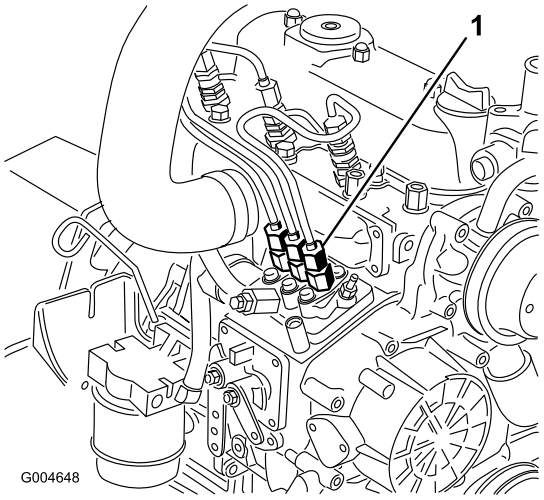

Figuur 48
1. Leg een doek onder de leidingconnector vanaf de injectiepomp naar verstuiver nr. 1 zoals wordt getoond in Figuur 48.